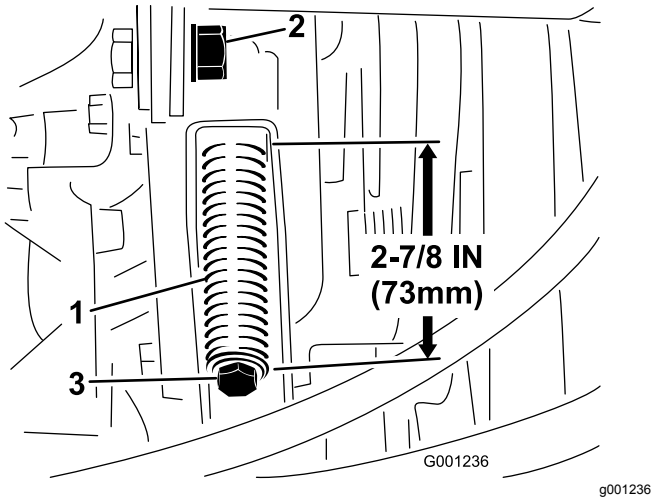

Figur 76
3. Lossa spännlockets kontramutter (Figur 76).
4. Använd en halvtums skiftnyckel för att dra åt eller lossa remspänningens fjäder (Figur 76). Justera fjädern till en längd på 73 mm.
4. Använd en halvtums skiftnyckel för att lossa remmens spännlocksfjäder (Figur 76) hela vägen.
6. Montera den nya kraftuttagsremmen och spänn remskivsfjädern till en längd på 73 mm (Figur 76).
7. Dra åt kontramuttern (Figur 76) och stäng huven.